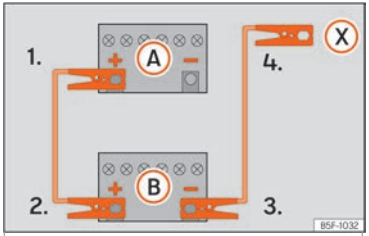

Fig. 43 Diagram of connections for vehicles without Start Stop system
2. Connect one end of the *red* jump lead to the positive (+) terminal of the vehicle with the flat battery (A) ››› **Fig. 43**.
3. Connect the other end of the *red* jump lead to the positive terminal (+) in the vehicle providing assistance (B).
4a. *In vehicles without a Start-Stop system:* connect one end of the *black* jump lead to the negative terminal (−) of the vehicle providing the current (B) ››› **Fig. 43**.